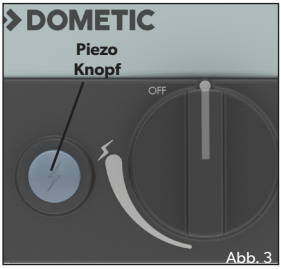

Abb. 3
- Um das Gerät mit dem Piezozünder einzuschalten, drücken und drehen Sie den Bedienknopf um 90 ° gegen den Uhrzeigersinn und drücken Sie dann auf den Piezoknopf, um das Gas einzuschalten (siehe Abb. 3). Wenn das Gas beim ersten Funken nicht zündet, drehen Sie den Bedienknopf zurück in die Position „OFF". Versuchen Sie es erneut, indem Sie den Drehregler drücken und gegen den Uhrzeigersinn drehen und den Piezo-Knopf drücken, um das Gas zu zünden. Wenn sich das Gas nicht innerhalb der ersten zwei bis drei Sekunden entzündet, schließen Sie das Steuerventil, indem Sie den Bedienknopf zurück in die Position „OFF" drehen.